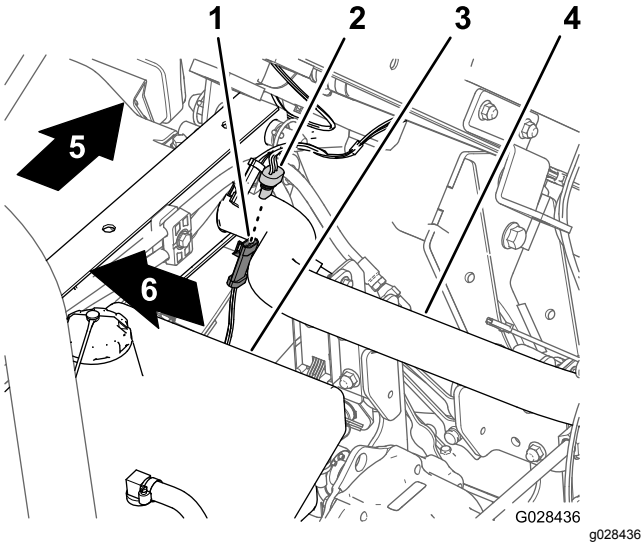

**Figur 17**
1. Finn kontakten med tre sokler for hastighetssensorkretsen (Figur 17) ved ledningssatsen for sprederen.
2. Koble kontakten med tre pinner i maskinens ledningssats for hastighetssensoren til kontakten med tre sokler i sprederens ledningssats for hastighetssensoren (Figur 17).